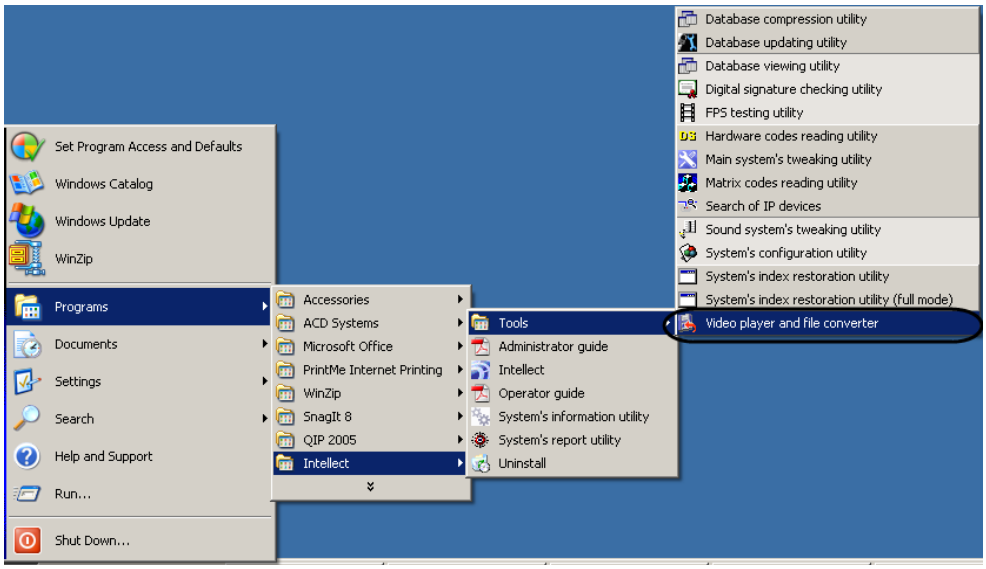

Figure 12.2-2. Start the utility from the Windows taskbar
1. Start the utility from the Windows taskbar. Click Start, then Programs, then Intellect, then Utilities, then Playback and Conversion (Figure 12.2-2). The Converter.exe utility is available from the Start menu with the following installation types of the Intellect PC: Server, Remote administrator workstation, Remote monitoring workstation.